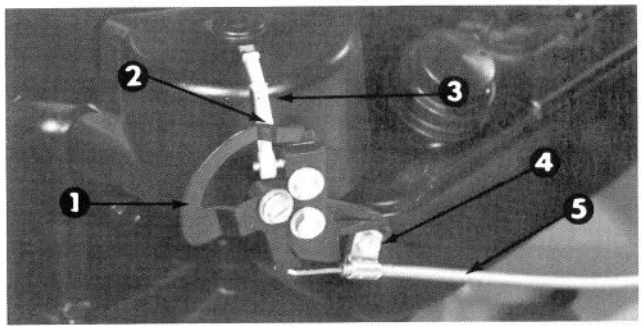

Figure 34
The recoil lockout mechanism (Fig. 34) on the left side of engine, in conjunction with the drive control, disengages the recoil starter so the engine cannot be started when drive control is in the ENGAGE position. Unless the control cable ever breaks and is replaced, an adjustment should not be required.
3. Loosen cable clamp screw until control cable is free to slide (Fig. 34).
4. Pull recoil handle up slowly until inter lock arm moves outward, and hold recoil in this position so arm stays out (Fig. 34).
5. Move cam lever until inter lock arm contacts the "V" on inside of the cam lever (Fig. 34). Maintain cam lever and interlock arm position and release the recoil handle; then tighten cable clamp screw (Fig. 34).